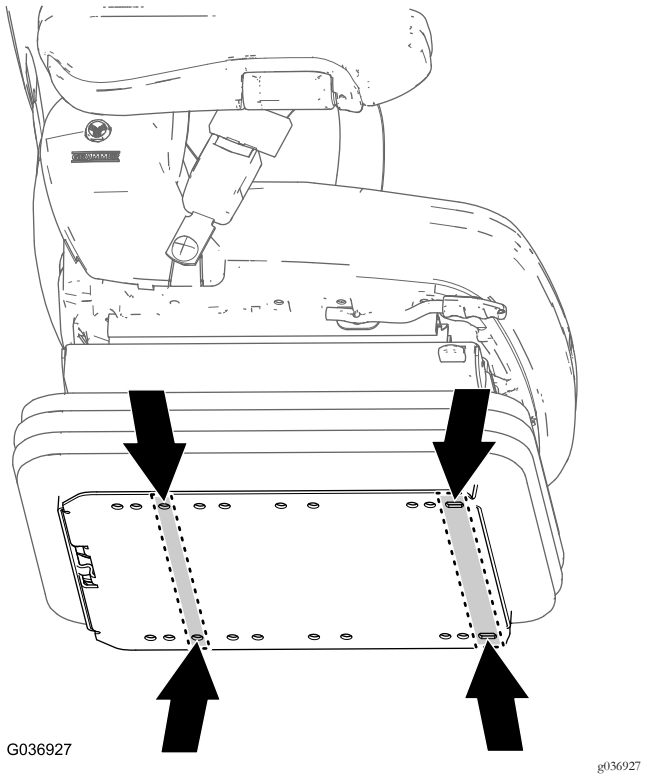

Figura 13
1. En la placa inferior del nuevo asiento, localice los orificios de montaje del asiento de la máquina (Figura 13).